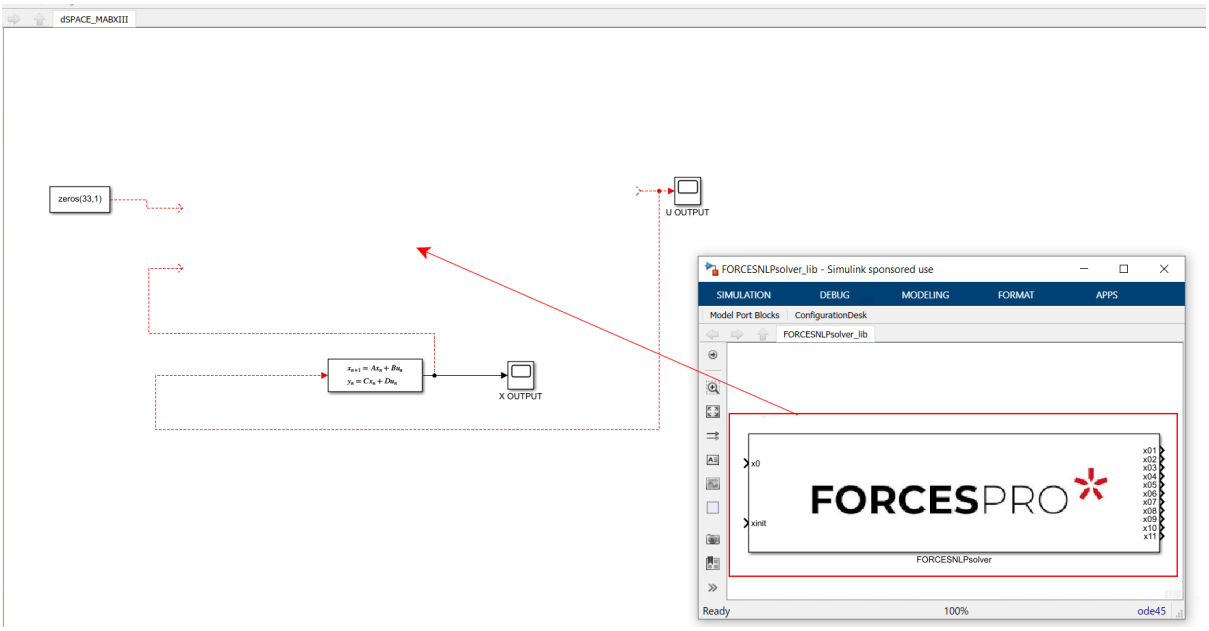

Figure 10.35: Open the generated Simulink solver model.
6) Open the `FORCESNLPsolver_lib.mdl` Simulink model file, contained in the `interface` folder of the `FORCESNLPsolver` folder created during code generation (see Figure 10.35).